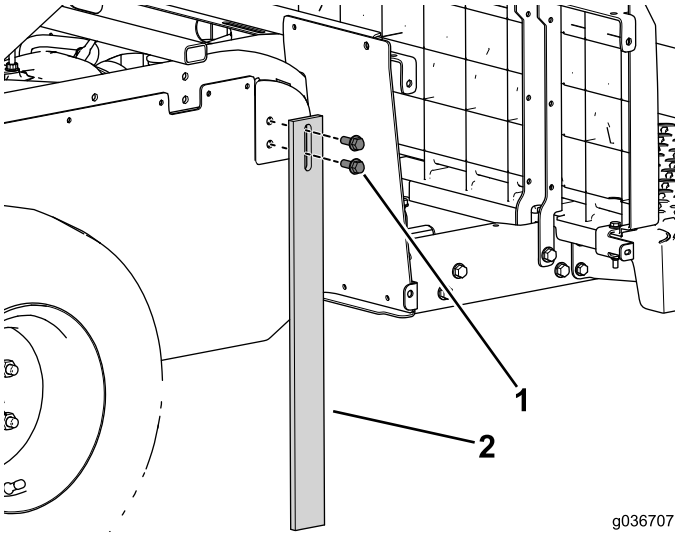

Figure 14
3. Utilisez les 4 boulons à embase pour installer les jambes d'appui des deux côtés de la machine (Figure 14).